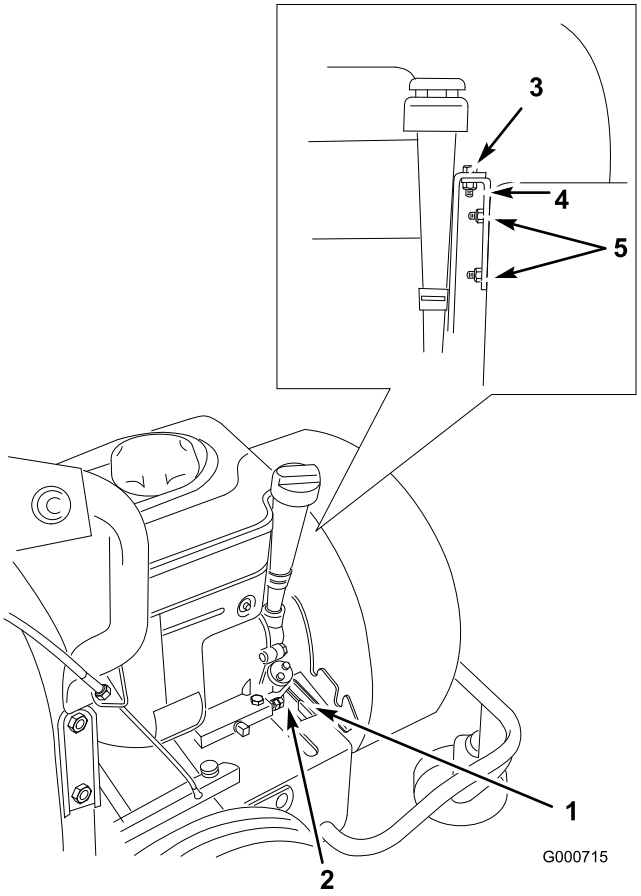

Figur 23
11. Sätt tillbaka huset och sätt fast blåsarhusets nedre monteringsfäste på motorbasens främre kant (Figur 23).
12. Montera motorfästet på husets monteringstappar med de två låsmuttrarna (Figur 23).
13. Säkra fästet på motorfästet med den bult som du tog bort tidigare (Figur 23).